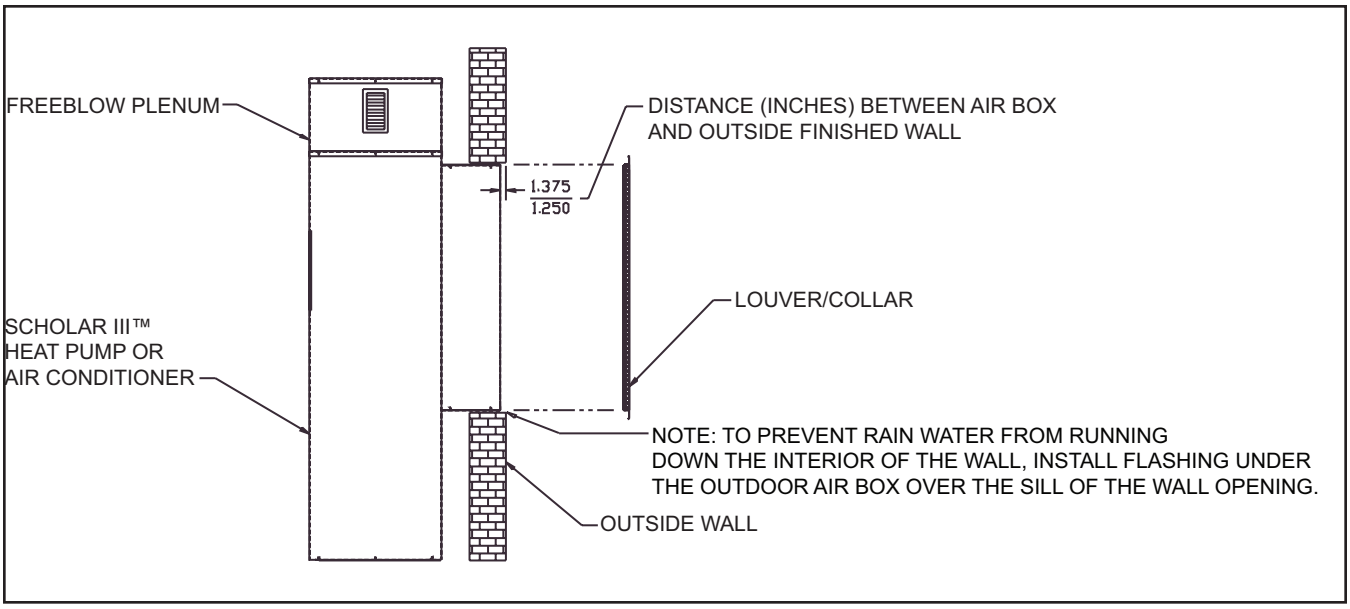
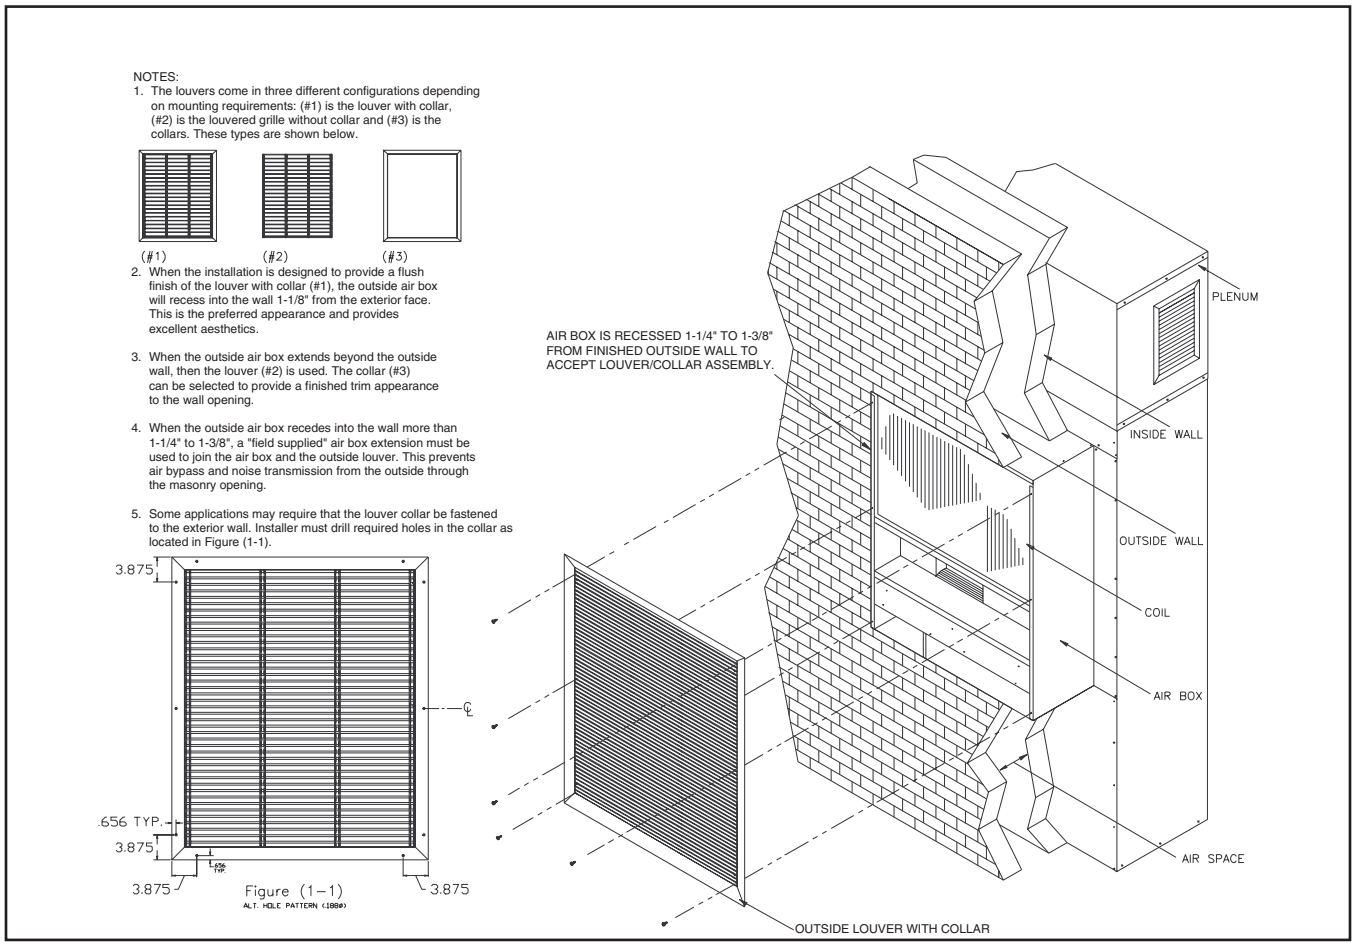

Figure 1. Dimension between Scholar 2.0 Air Box and Finished Outside Wall for Outdoor Louver/Collar Assembly Installation.
Figure 2. Installation of Louver/Collar Assembly to Air Box
The Scholar 2.0 heat pump or air conditioner should be installed following the instructions in this manual. After installation, the Scholar 2.0 air box should be from 1-1/4” to 1-3/8” from the outside surface of the finished wall, as shown in Figure 1.
1. The louver/collar assembly is **fastened directly to the air box** as shown in Figure 2, with six screws supplied with the louver/collar. Prior to installing the louver, apply caulk around the perimeter flange of the outdoor air box. Be careful not to block the weep holes on the bottom flange. To ensure proper fit up of the collar to the outside wall surface, be sure the unit is positioned as shown in Figure 1. After the six screws have been installed and appropriately tightened (do not over torque), the color coordinated screw caps are snapped into place to cover the screw fastener heads. Provide a water seal around the top & both sides edges of the collar/wall interface, by applying an even bead of sealant caulk at the collar/wall interface.
2. The louver/collar assembly is **fastened directly to the outside wall**, as shown in Figure 2.
The louver itself may be fastened to the air box as shown in Figure 2.
The collar itself may be fastened to the outside wall by following the instructions in Figure 2.